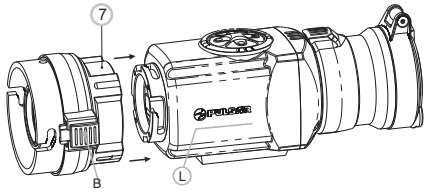

Abb.6
- Bringen Sie das Okular des Vorsatzgerätes so unter, dass die Klinke **(B)** dem Logo Pulsar **(L)** auf dem Gehäuse des Gerätes parallel liegt **(Abb.6)**